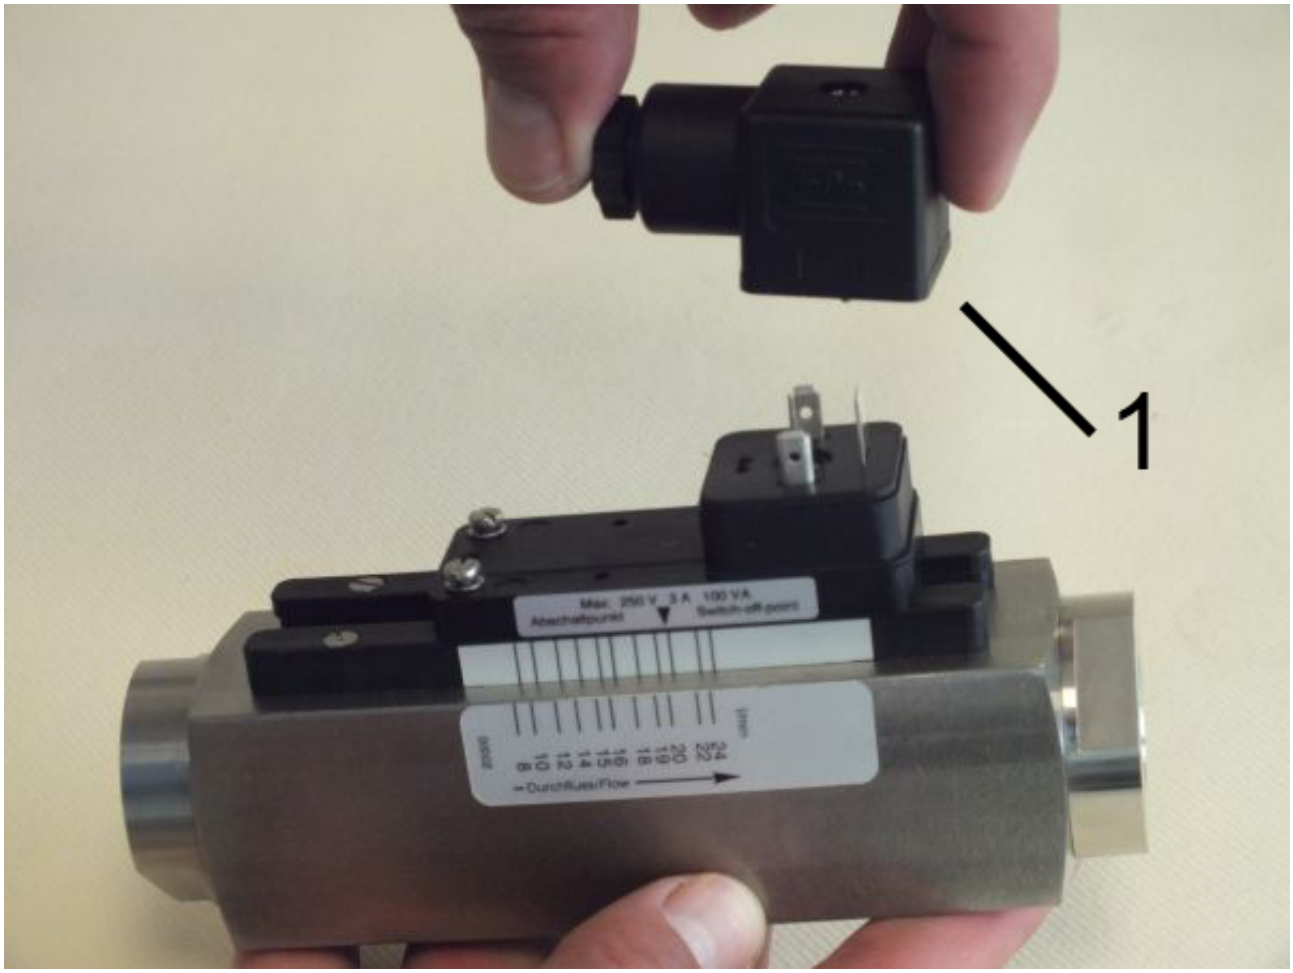

Fig. 79: Remove female socket
2. Remove the female socket and gasket (*Fig. 79*/1) by pulling upwards.